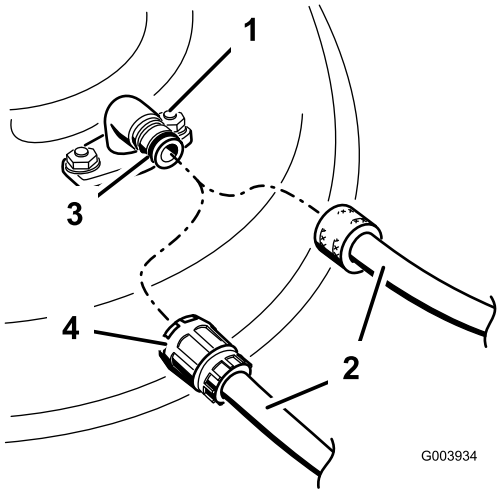

Figur 62
3. Fastgør slangekoblingen på enden af plæneklipperens vaskefitting, og skru helt op for vandet (Figur 62).